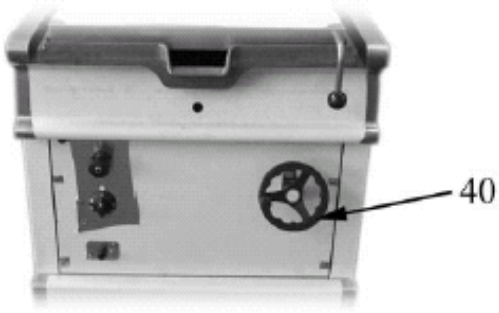

Рис.4
- Поверните маховик (поз. 40 на рис. 4) по часовой стрелке.